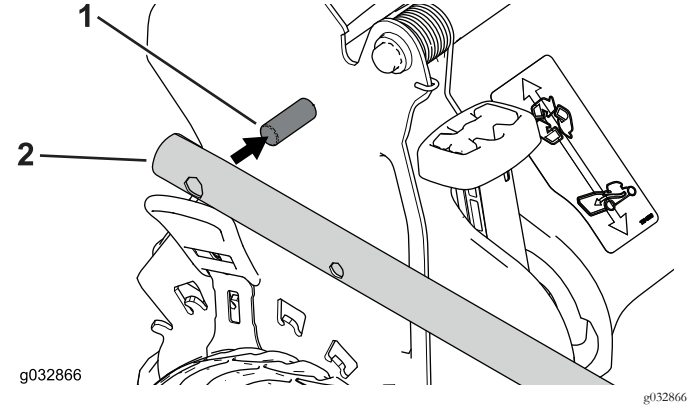

Bild 5
1. Bringen Sie die Griffenden auf dem Mähergehäuse so an, dass der Stift an jeder Griffhalterung in das untere Loch seines jeweiligen Griffendes eingesetzt wird. (Bild 5).